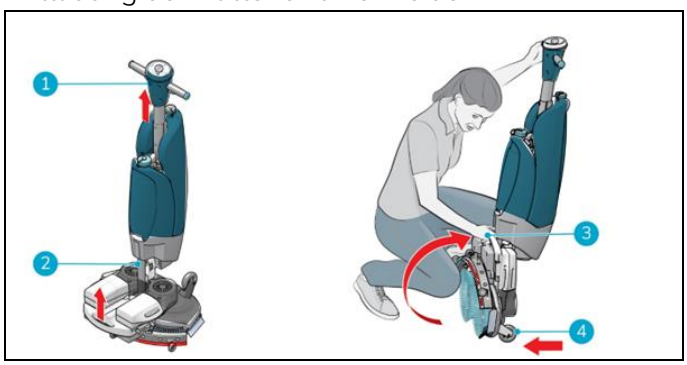

Abbildung 6
1. Achten Sie darauf, dass der Vakuumschlauch (Abbildung 6 Pos. 2) in die Maschine zurückgeschoben wird, damit er nicht gequetscht werden kann.
2. Hocken Sie sich hin und halten Sie den Griff (Abbildung 6, Pos. 1) mit einer Hand, während Sie das Scheuerdeck (Abbildung 66, Pos. 3) mit der anderen Hand.